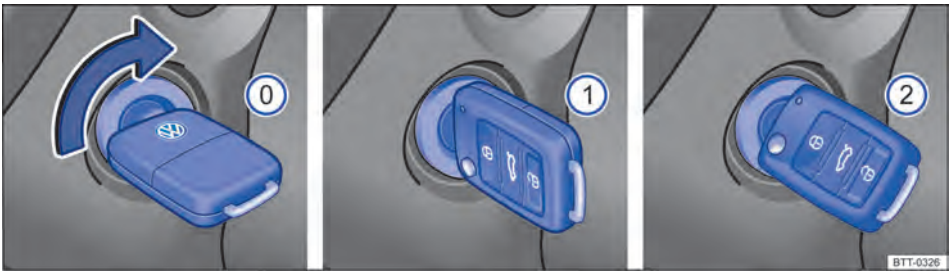

Fig. 105 Posições da chave do veículo no cilindro da ignição. ▶
Posições da chave do veículo ⇒ Fig. 105
3.	**Somente veículos com motor a diesel:** para o pré-incandescência, girar a chave do veículo no cilindro da ignição para a posição ⇒ Fig. 105 ①. A luz de controle ϖ se acende no instrumento combinado.